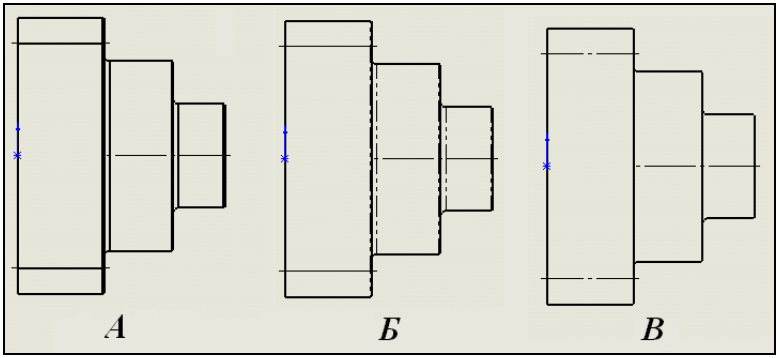

Рис. 1.18
- **Линии перехода видимые** (рис. 1.18, *А*);
- **Линии перехода по стандарту** (рис. 1.18, *Б*);
- **Невидимые линии перехода** (рис. 1.18, *В*).